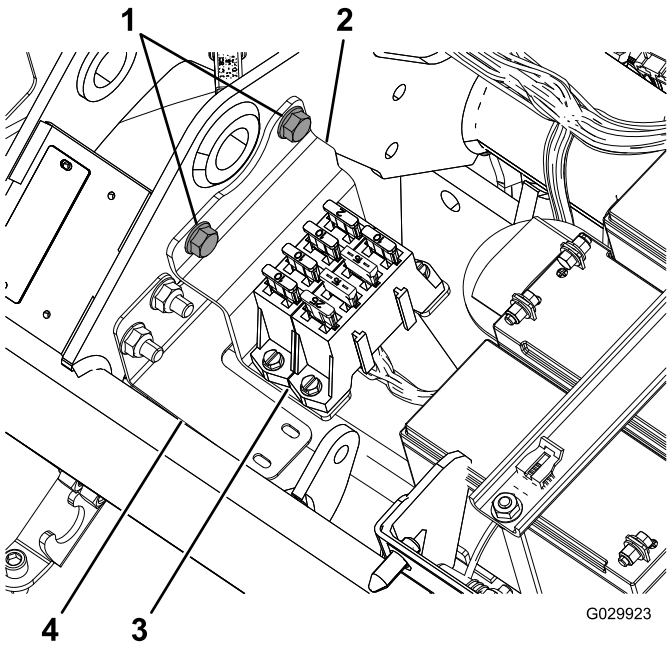

Figuur 2
8. Verwijder de bevestigingsbeugel waarmee het zekeringenblok onder de stoel bevestigd is (Figuur 2).
Opmerking: Volg het profiel van de kabelboombeugel, zie Figuur 2.